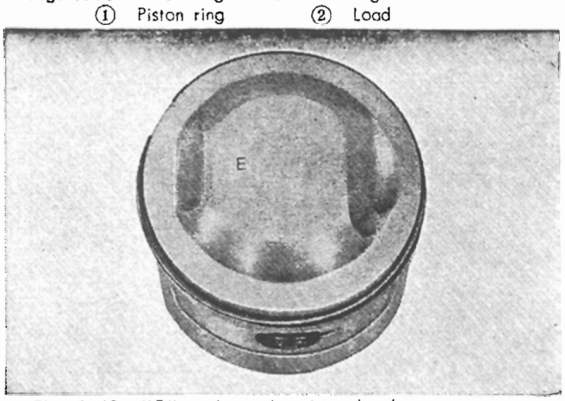

Fig. 3.69 "E" mark on the piston head
c. The piston must be assembled so that the "E" stamped on the piston head is toward the top when the engine is in the normal attitude. **(Fig. 3.69)**